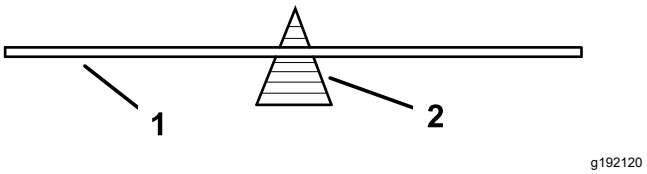

Figura 40
2. Si la cuchilla es recta, verifique su equilibrio colocándola sobre un equilibrador de cuchillas (Figura 40).